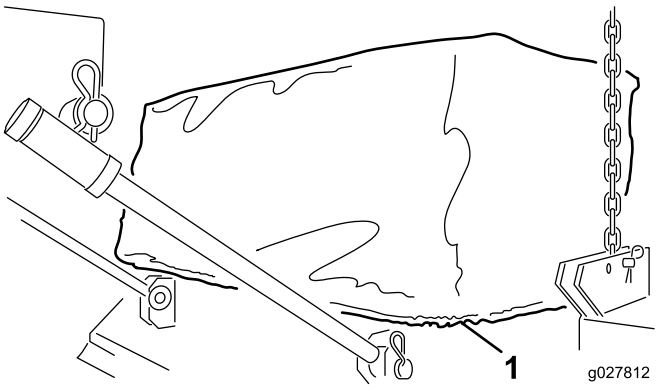

Figure 4
4. Placez l'anneau de toile autour du rebord des ouvertures du Versa Vac et du plateau (Figure 4).